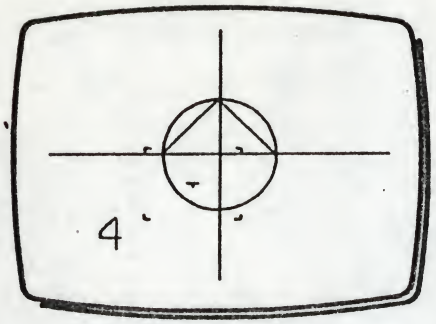

Fig 5
2 Move XY and rotate Z to frame a quarter of the circle with the cursor, as (4) in Fig 5.